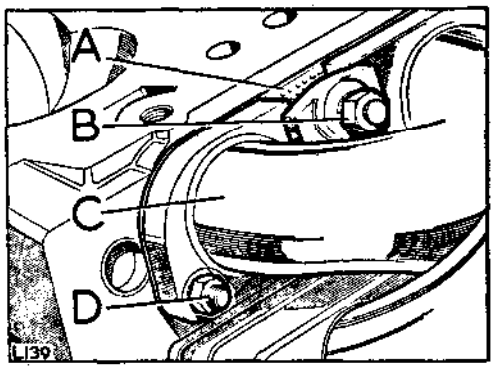

**Fig. A3-74. Exhaust manifold fixings**
4. Fit the exhaust manifold, Fig. A3-74 refers.